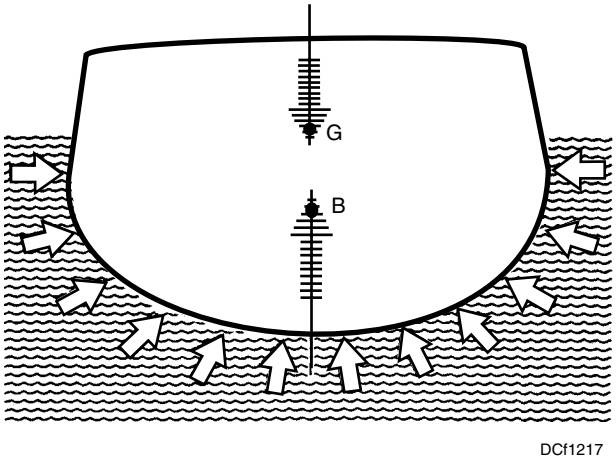
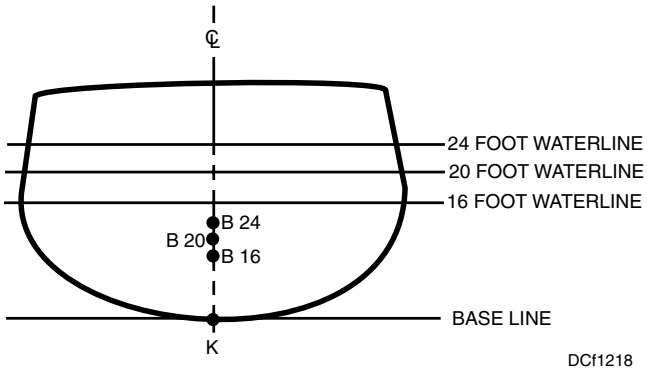
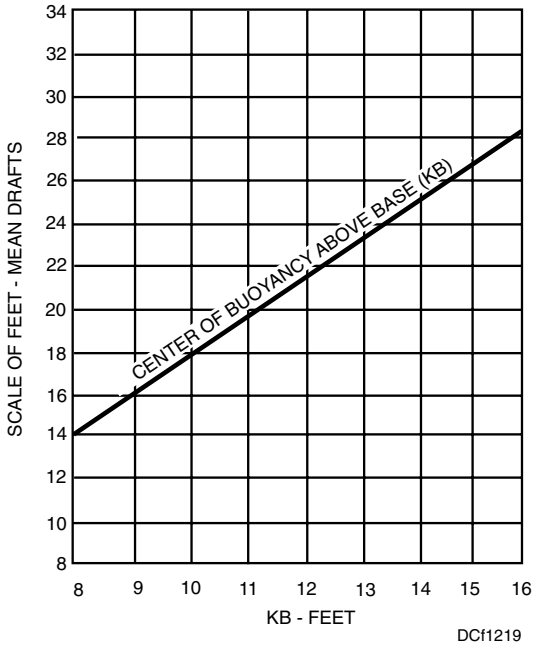

Figure 12-17. Relationship of the forces of buoyancy and gravity.
Figure 12-18. Successive centers of buoyancy (B) for different drafts.
Figure 12-19. Curve of center of buoyancy above base.
Horizontal pressures on the sides of a ship cancel each other under normal conditions, as they are equal forces acting in opposite directions (fig. 12-17). The vertical pressure may be regarded as a single force—the force of buoyancy acting vertically upward through the CENTER OF BUOYANCY (B).
When a ship is at rest in calm water, the forces of buoyancy (B) and gravity (G) are equal and lie in the same vertical line, as shown in figure 12-17. The center of buoyancy, being the geometric center of the ship's underwater body, lies on the centerline and usually near the midship section, and its vertical height is usually a little more than half the draft. As the draft INCREASES, B rises with respect to the keel. Figure 12-18 shows how different drafts will create different values of the HEIGHT OF THE CENTER OF BUOYANCY FROM THE KEEL (KB). A series of values for KB (the center of buoyancy from the keel) is obtained and these values are plotted on a curve to show KB versus draft. Figure 12-19 shows an example of a KB curve for a warship.
To read KB when the draft is known, start at the proper value of the draft on the scale at the left (fig. 12-19) and proceed horizontally to the curve. Then drop vertically downward to the baseline (KB). Thus, if our ship were floating at a mean draft of 19 feet, the KB found from the chart would be approximately 11 feet.